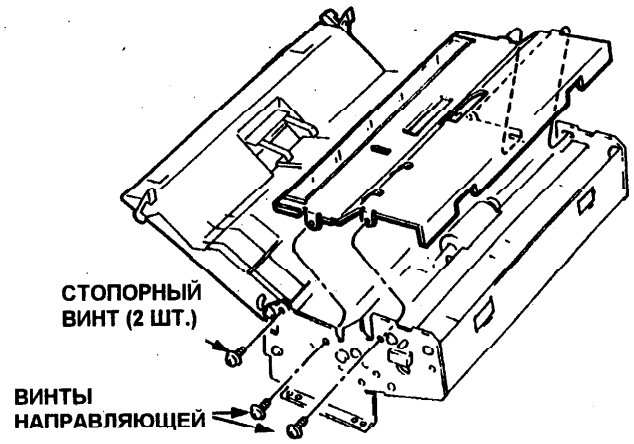

Рис. 1. Направляющая
a. Отвинтите два винта (Рис. 1).